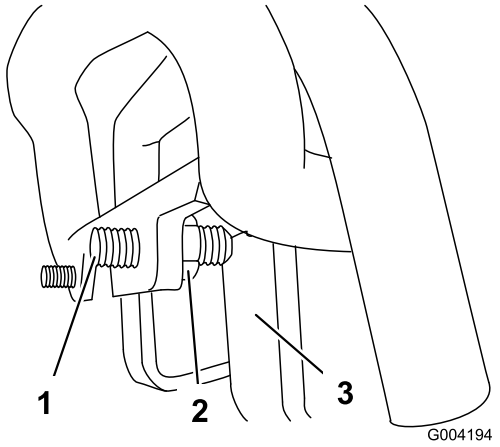

Figuur 53
3. Als de tractie-eenheid naar **links** afwijkt, draai dan de **rechter** contramoer los en stel de stelschroef op de voorzijde van de tractiebediening af (Figuur 53).
4. Als de tractie-eenheid naar **rechts** afwijkt, draai dan de **linker** contramoer los en stel de stelschroef op de voorzijde van de tractiebediening af (Figuur 53).